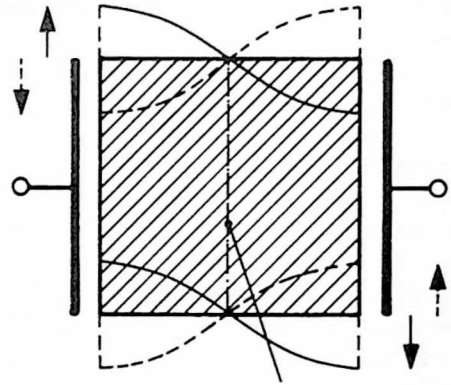

Bild 35
4. Dickenscherungsschwinger (Bild 35) werden für Frequenzen von 0,5 bis 20 MHz benutzt. Die Scheibenform und Elektrodenanordnung ist wie beim Flächenscherungsschwinger, jedoch wird die Quarzscheibe nach einer anderen Orientierung geschnitten. Es entstehen